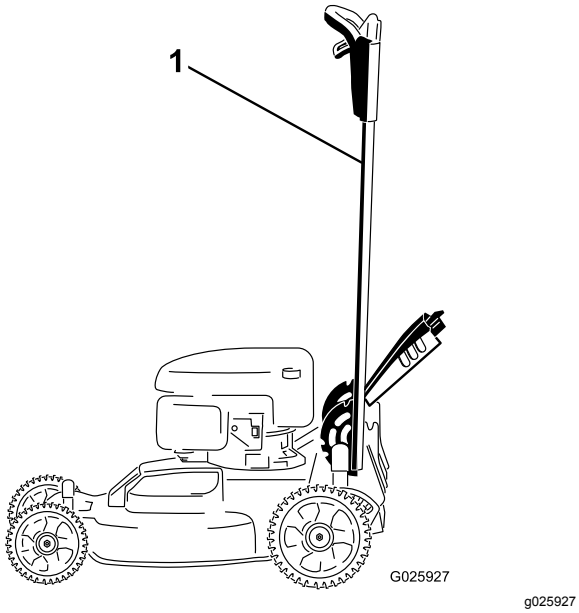

Bild 40
1. Arretieren Sie den Holm in der vertikalen Stellung (Bild 40), siehe Einstellen der Holmhöhe (Seite 11).